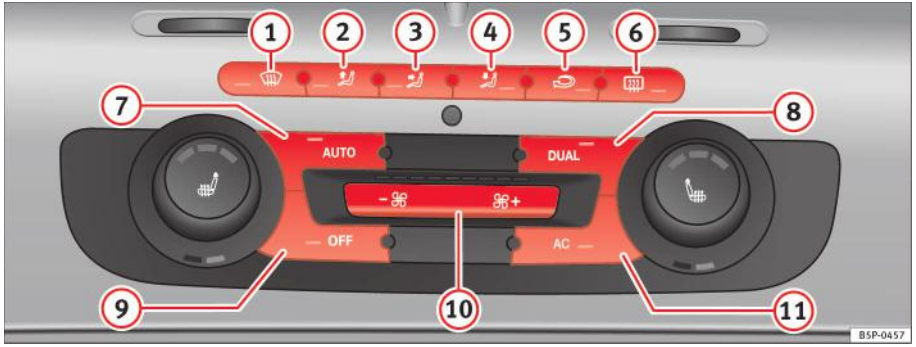

Fig. 109 Pe planşa de bord: Comenzile sistemului de climatizare 2C Climatronic
– Rotiți butoanele de reglare a temperaturii ⇒ fig. 109 pentru a regla temperatura pe partea stângă sau pe partea dreaptă.
– Apăsați butonul AUTO ⇒ pagina 158, fig. 109. Pe afişajul radioului apare “AUTO High” (viteză mare a ventilatorului).
– Apăsați din nou butonul AUTO ⇒ pagina 158, fig. 109. Pe afişajul radioului apare “AUTO Low” (viteză redusă a ventilatorului).